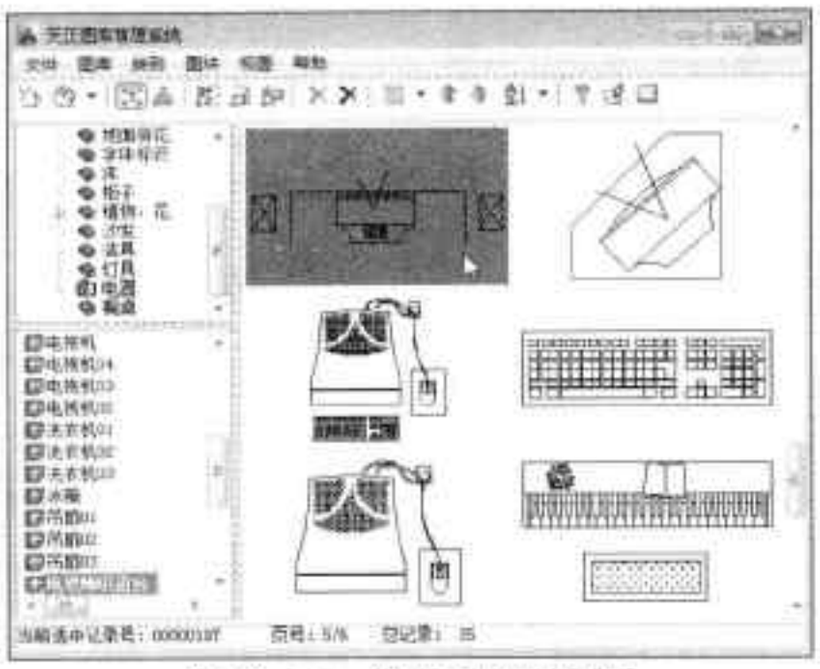

图18-74 选中电视机图块
Step05 打开“天正图库管理系统”对话框，选中电视机图块，如图 18-74 所示。